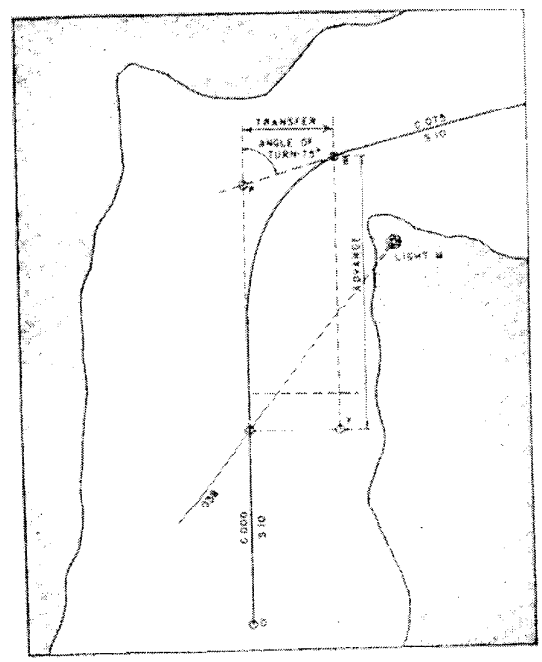

Figure 9 - Turn bearing
8. Angle of turn is the arc, measured in degrees, through which a ship turns from the original course to the final course. (See figure 9.)
Exercise: Your ship is standing up a channel on course 000° T and must round a point of land by changing course to 075°T. (See figure 9.)